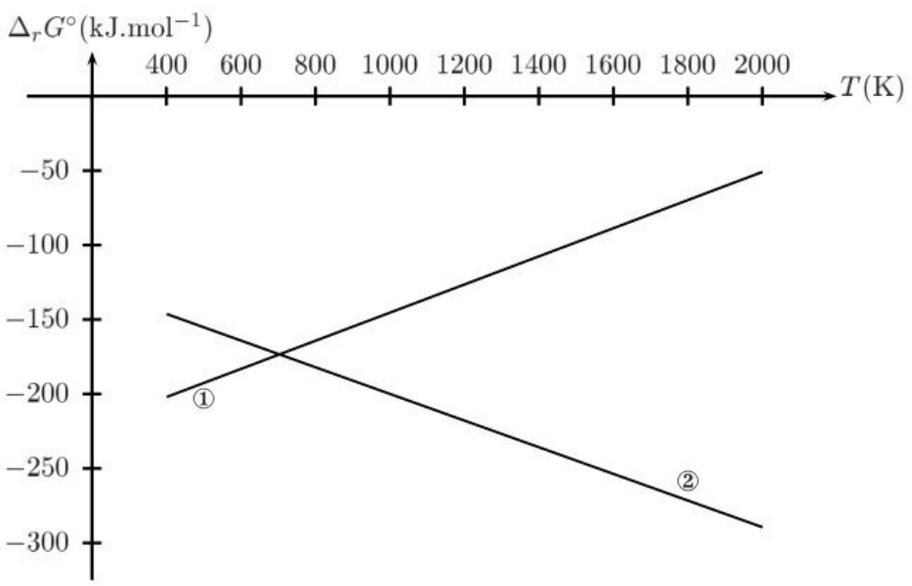

Figure 1: Diagramme d'ELLINGHAM pour les couples rédox NiO/Ni et CO/C tracé pour $\frac{1}{2}$ mole de dioxygène.
3.3. La figure 1 donne le diagramme d'ELLINGHAM pour les deux systèmes rédox NiO/Ni et CO/C.